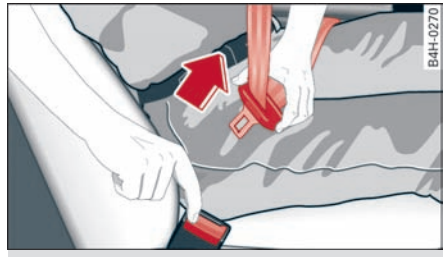

图 181 将锁舌从安全带锁扣中松开
- 用手指按下安全带锁上的红色按钮 ⇨ *图 181。*锁舌在弹簧力作用下弹出。